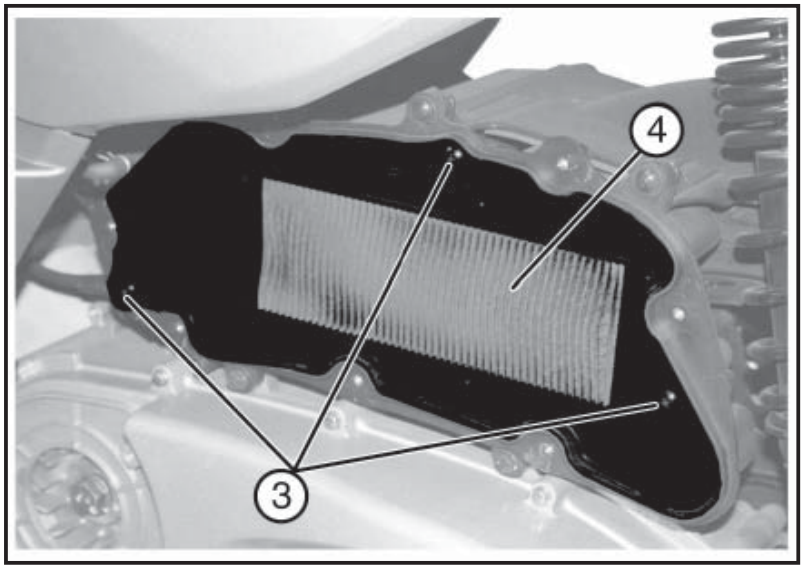

Fig. 02 QSI0056
- Desatornille los tres tornillos «**3 - Fig. 02**».
- Retire el elemento filtrante «**4 - Fig. 02**».